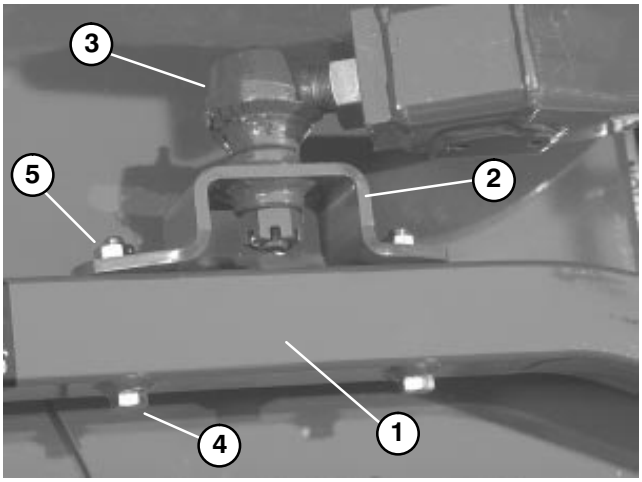

Figure 5
4. Secure ball joint mounts to each castor arm with (2) 7/16 − 14 x 3" lg. capscrews, and 7/16 − 14 flange nuts (FIg. 5).
5. Tighten large jam nut securing ball joint to lift arm (FIg. 5). When tightening jam nut, hold ball joint straight to permit proper oscillation during raising and lowering of cutting unit.